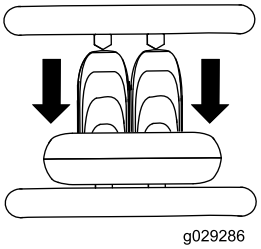

Rysunek 8
- Aby jechać do tyłu, ustaw dźwignię sterowania zespołem jezdnym do tyłu (Rysunek 8).